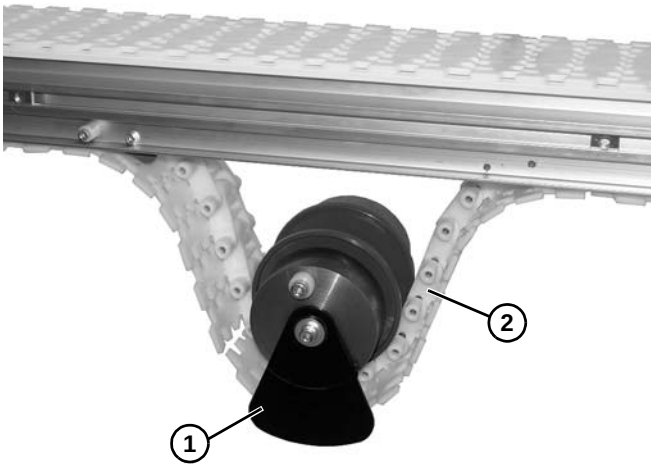

Figure 24
1. Install idler pulley assembly **(Figure 24, item 1)** onto belt **(Figure 24, item 2)**.